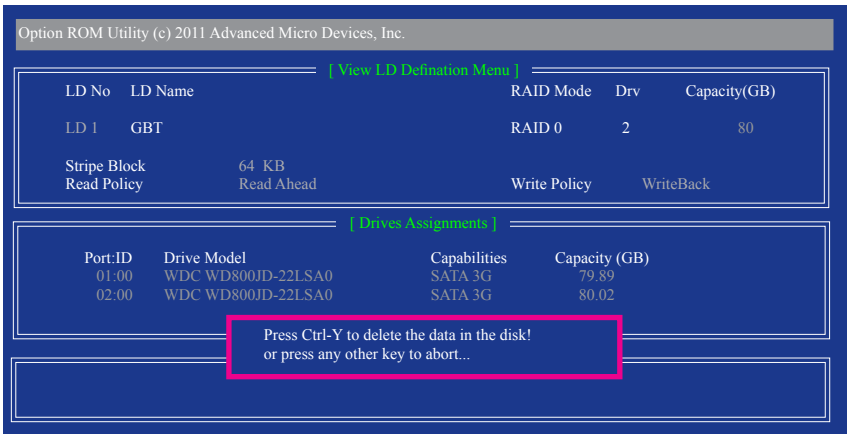

Figure 10
2. The **View LD Defination Menu** will appear (as shown in Figure 10) showing which drives are assigned to this array. Press <Ctrl>+<Y> if you are sure to delete the array or other keys to abort.